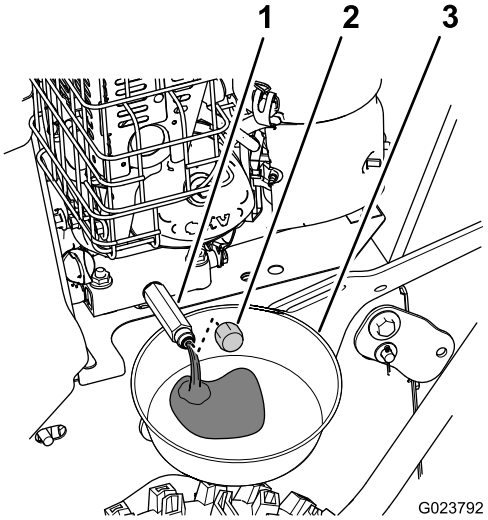

Figur 26
1. Anbring en bakke under afløbsfittingen, og fjern olieaftapningsdækslet (Figur 26).